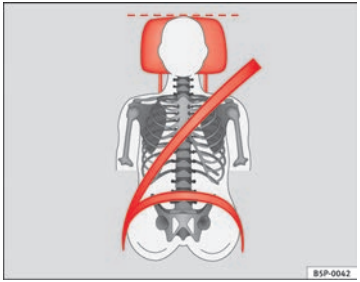
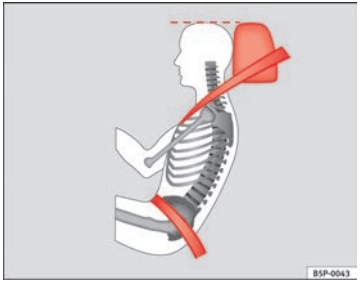

Fig. 69 Front view: head restraints and seat belts correctly adjusted
Fig. 70 Side view: head restraints and seat belts correctly adjusted
– Adjust the head restraint so that the top is at the same level as the top of your head or as close as possible to the same level as the top of your head, at least at eye level ⇒ Fig. 69 and ⇒ Fig. 70.